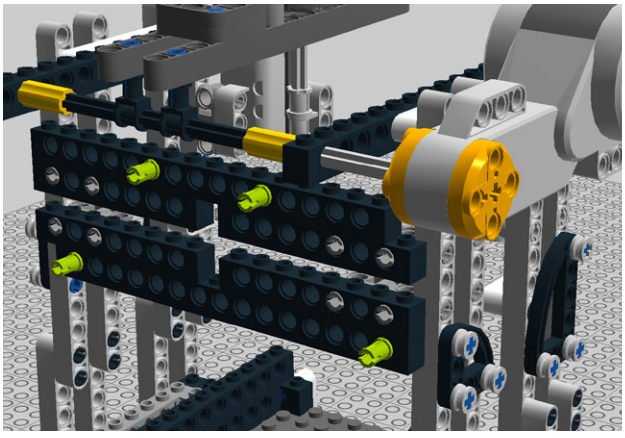

Figure 5-70. *Step 63: Adding some pegs*
63. Add some pegs as shown in Figure 5-70.